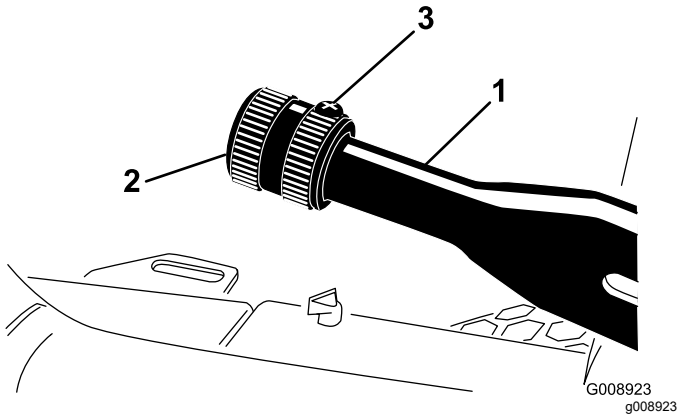

Rysunek 63
2. Poluzuj śrubę ustalającą mocującą gałkę do dźwigni hamulca postojowego (Rysunek 63).